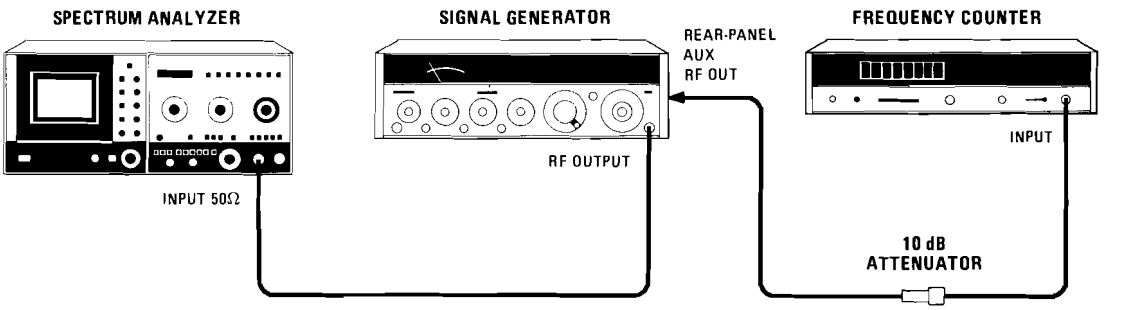

Figure 4-5. Resolution Bandwidth Accuracy Test Setup
n. Connect frequency counter as shown in Figure 4-5 and set frequency counter resolution to 10 Hz.